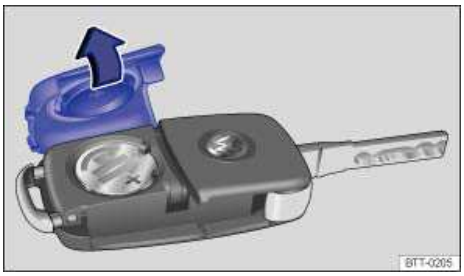

Fig. 23 Remote control vehicle key: Open battery compartment cover.
The battery is on the back of the remote control vehicle key under a cover ⇒ fig. 23.
- Remove the cover on the back of the remote control vehicle key ⇒ fig. 23 in the direction of the arrow ⇒ ⓘ.
- Position the cover as shown ⇒ fig. 23 and press it down (opposite to direction of the arrow) until you hear it click into place.